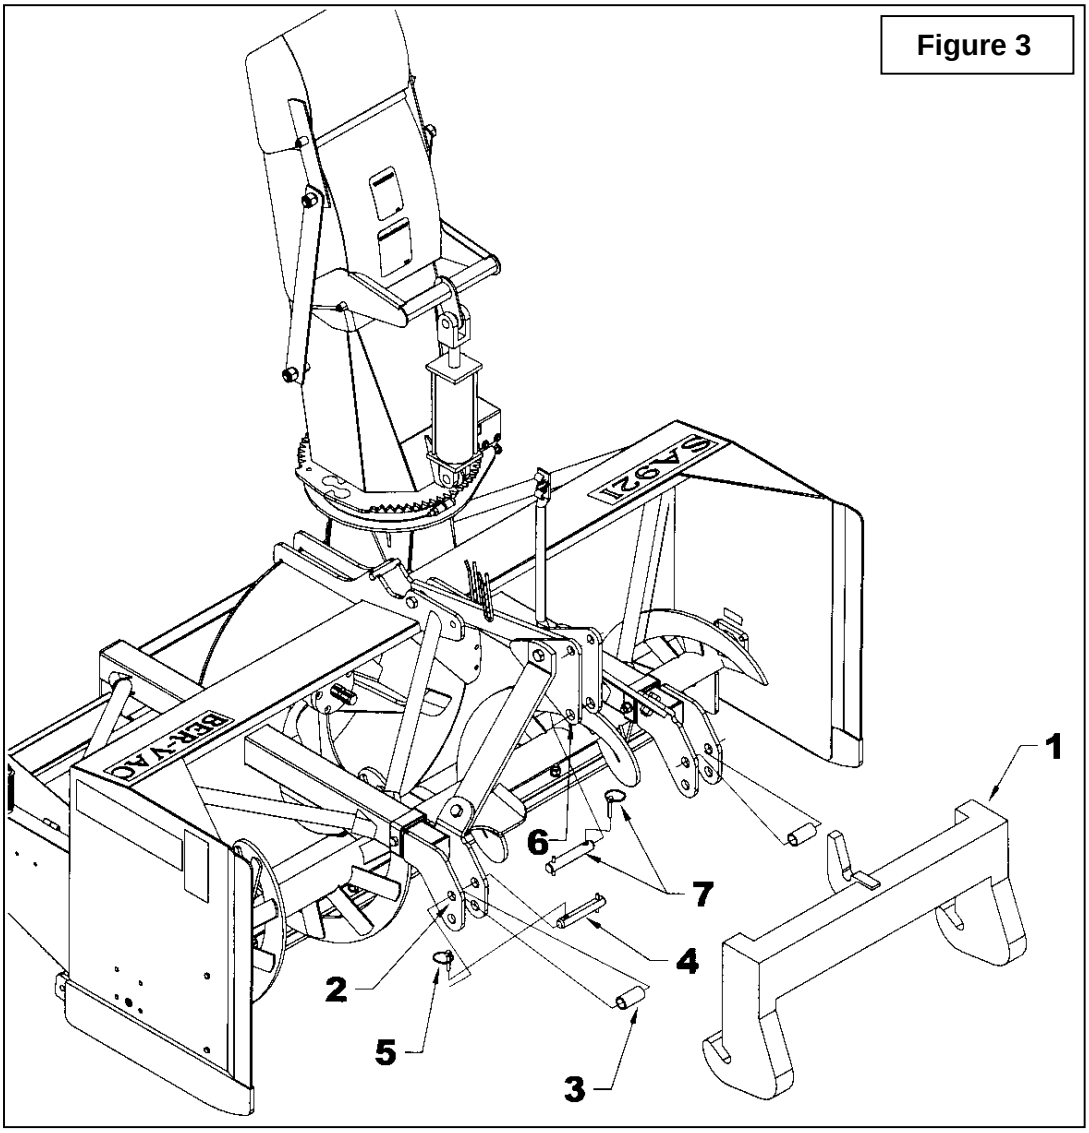

Figure 3
Installation of Snowblower with Quick Hitch *(Figure 3)*
1. Install the 1 1/8" x 6 1/2" lg Cat. 2 pins (item 4) by first inserting a bushing (item 3, not supplied) between each lower hitch plates and secure with the linchpins (item 5).
2. Install pins (item 7, not supplied) in the lower hole of the hitches as illustrated on figure 3.